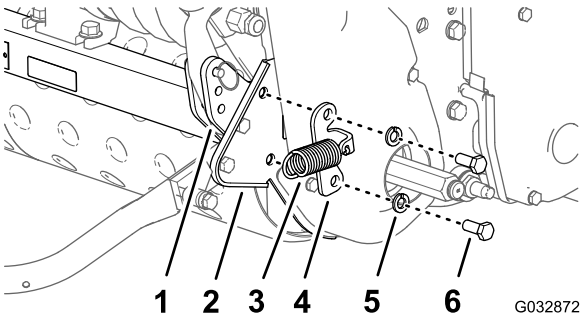

Figuur 4
6. Verwijder de 2 bouten (3/8" x 7/8") en 2 borgringen (3/8") waarmee veerbeugel en rechter-zijplaat zijn bevestigd op het buitenoor van het achterframe van de machine (Figuur 4).